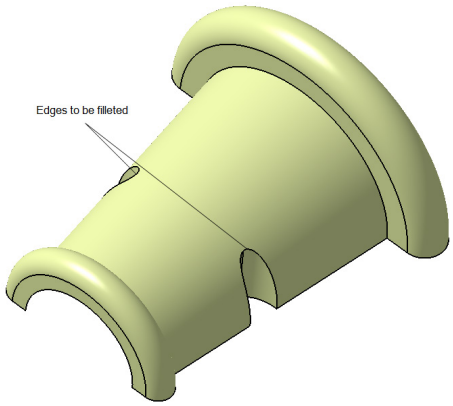

Figure 17-91 *Edges to be filleted*
2. Select the edges to fillet, as shown in Figure 17-91.